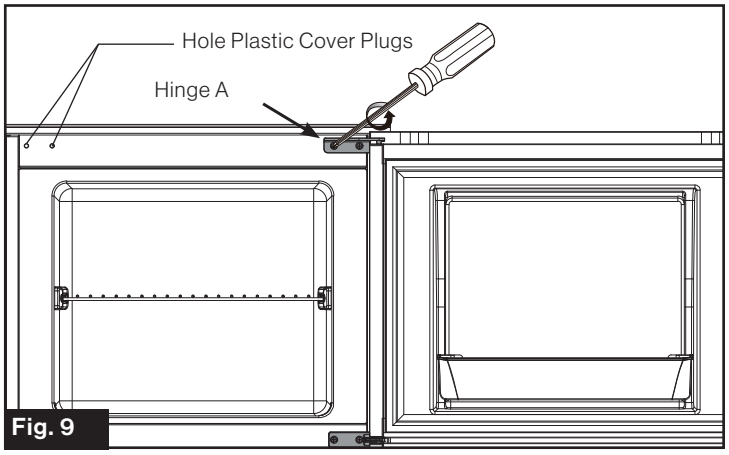

Fig. 9
1. Disassamble the freezer door by removing the Hinge A fixing screws. (Fig. 9) Remove the Hole Plastic Cover Plugs from the left side of the refrigerator and set aside for future use.